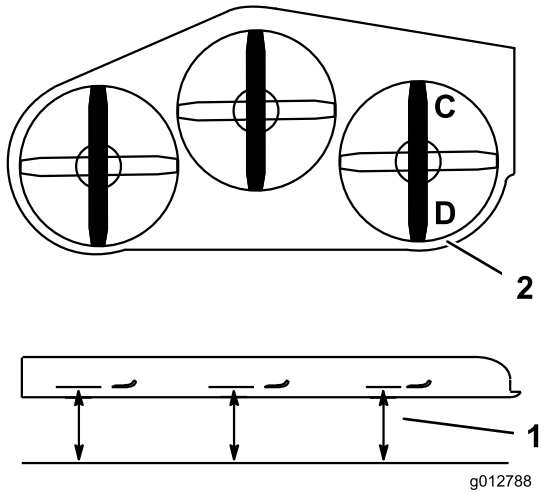

Figuur 85
1. Zet het rechter maaimes in de schuinstand (Figuur 85).
2. Meet het rechtermes bij punt **C**. Meet de afstand tussen een horizontaal oppervlak en de snijrand van het maaimes en noteer deze afstand (Figuur 85).
3. Meet het rechtermes bij punt **D**. Meet de afstand tussen een horizontaal oppervlak en de snijrand van het maaimes en noteer deze afstand (Figuur 85).
4. Het maaimes moet 6 tot 10 mm lager staan bij punt **C** dan bij punt**D** (Figuur 85). Indien dit niet het geval is, gaat u als volgt te werk.